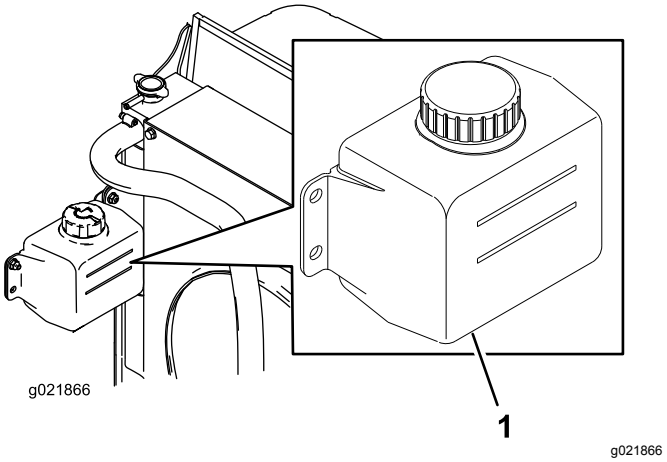

Figur 12
1. Kontroller kølevæskestanden i ekspansionsbeholderen (Figur 12).